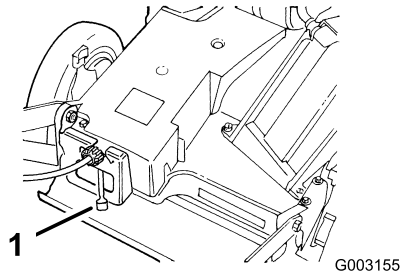

Figur 14
4. För hastighetsreglaget till neutralläget (N) (Figur 14).
Gräsklipparen har tre olika hastigheter. 1 är långsam, 2 är medelsnabb och 3 är snabb. Hastighetsreglaget sitter på baksidan av remkåpan (Figur 14).